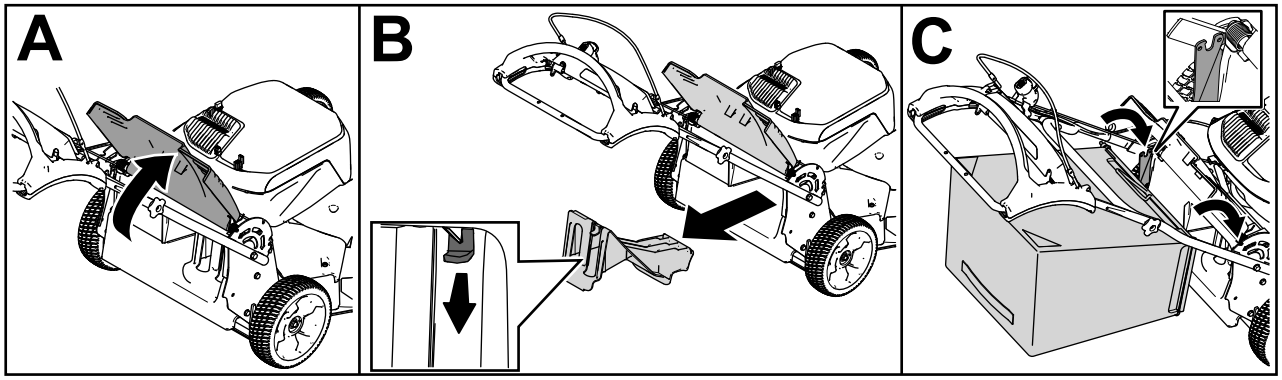

Figura 18
1. Levante y sujete el deflector trasero (Figura 18, A).
2. Retire el tapón de descarga trasera tirando hacia abajo en el enganche con el dedo pulgar y extrayendo el tapón de la máquina (Figura 18, B).
3. Instale la varilla del recogedor en las muescas de la base del manillar y mueva el recogedor hacia adelante y hacia atrás para verificar que la varilla está asentada en el fondo de cada muesca (Figura 18, C).